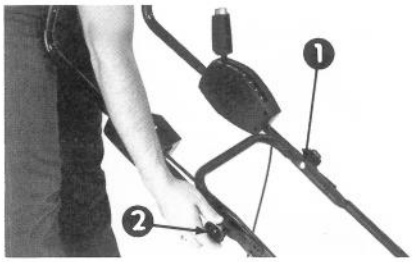

Figure 3
5. Glissez maintenant le mancheron supérieur sur le mancheron inférieur en veillant a ce que le câble de commande de la hauteur de coupe soit bien placé sur la face interne des montants. Réglez les deux goujons du mancheron en position centrale et alignez les trous de montage. En opérant de l'intérieur vers l'extérieur des mancherons, glissez les boulons à travers les sections inférieure et supérieure des mancherons (Fig. 3).